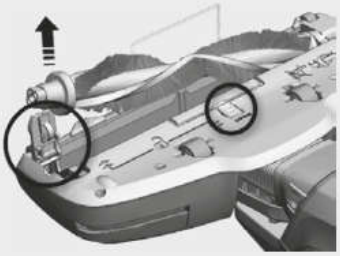

Fig. 18
- Abra a tampa da escova. Aperte o botão de liberação da tampa de remoção do rolo da escova interna. Remova o rolo-escova (fig. 18).